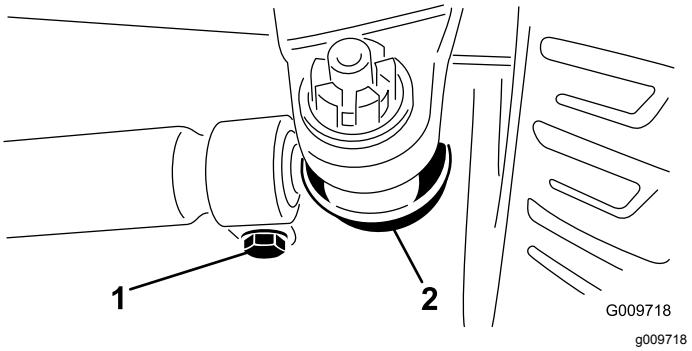

**Figur 77**
2. Justera genom att ta bort saxpinnen och muttern från varje kulled på dragstången (Figur 77),
3. Lossa klämmorna på dragstängernas bägge ändar (Figur 77).
4. Vrid den lösgjorda kulleden inåt eller utåt ett (1) helt varv, och dra åt klämman i dragstångens lösa ände.